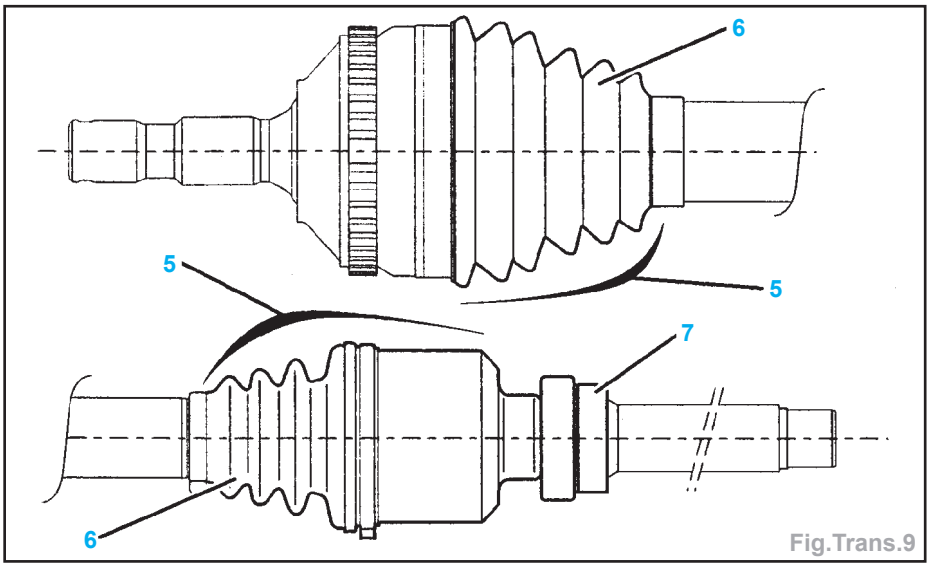

Fig.Trans.9
- Contrôler (Fig.Trans.9) :
• l'absence de jeu dans les articulations (5),
• l'état des soufflets (6),
• le roulement de palier (7).
• nettoyer et enduire de graisse multifonctionnelle «**TOTAL 3945**» la bague extérieure du roulement de palier (7) et son logement dans le support moteur inférieur droit.